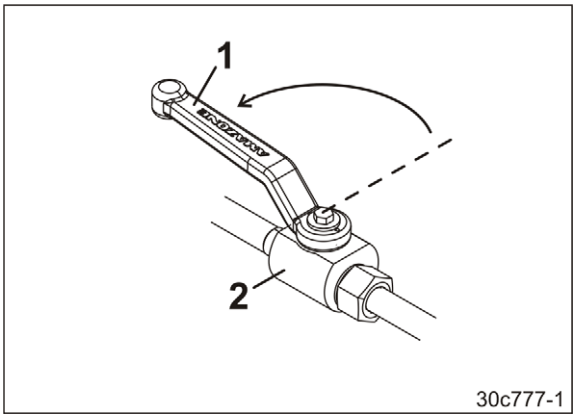

**Fig. 20**
4. Tournez la poignée (Fig. 20/1) lentement dans le sens de la flèche.
→ La vanne (Fig. 20/2) s'ouvre